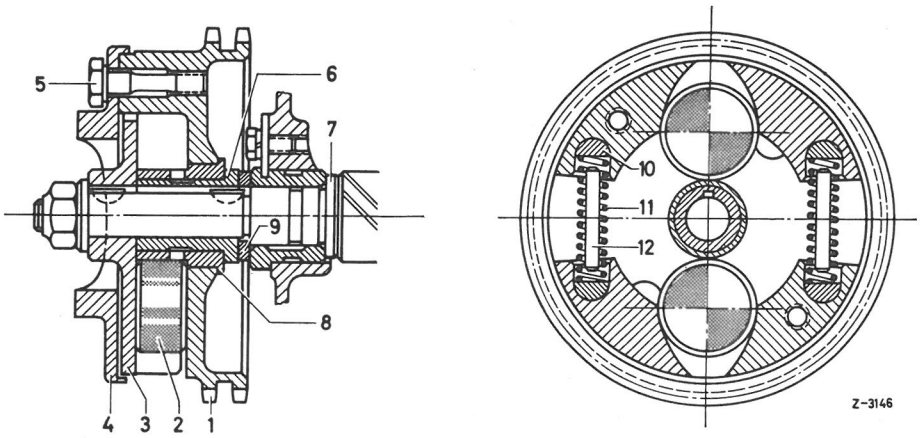

Fig. 07-47/1
Det er indsprøjtningsforstillerens opgave - afhængigt af motoromdrejningerne - at styre indsprøjtningstidspunktet, at der opnås gode omdrejnings- og effektværdier og samtidig lavt forbrug og forbedret, dvs. formindsket eller nedsat udstødn.røg. Drivflangen (4) med sine koblingsklør til drivning af vakuumpumpen, er fastgjort med 2 strækbolte (5) på kædehjulets segmentplade (1) den såkaldte primærdel (fig. 07-47/1).